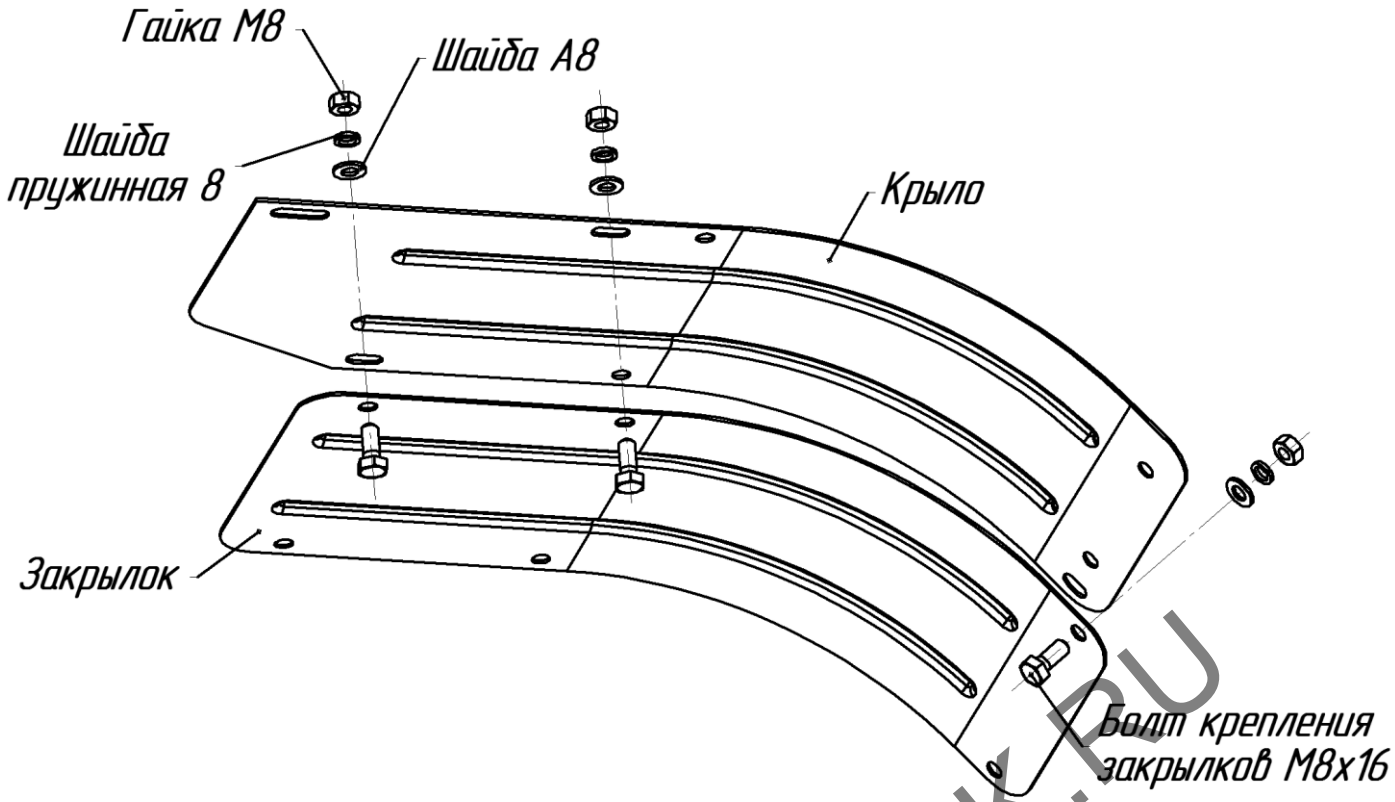

Рис.14 Схема крепления закрылков (дополнительных крыльев)
9. Установить защитные крылья (закрылки) над фрезами (рис.14).
Установите на полуоси и закрепите стопорами необходимое количество фрез-культиваторов (рис.12, 13), установите закрылки (рис.14) и оденьте защитные очки.